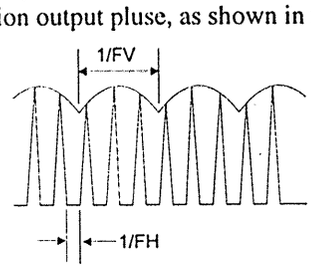

Figure 3-5 Collector of Q303 Output Pluse Correction Wave
2. The sawtooth wave is output from Pin 9 of IC302 and through C350 and R364 and input to Pin 2 of IC601 (DC to DC circuit). It is then output from Pin 6 of IC601 and after being sent to T603's second coil output, is added to horizontal B+ to provide pincushion and trapezoid distortion correction. So, is created to preform amplitude modulation on the horizontal deflection output pluse, as shown in figure 3-5.